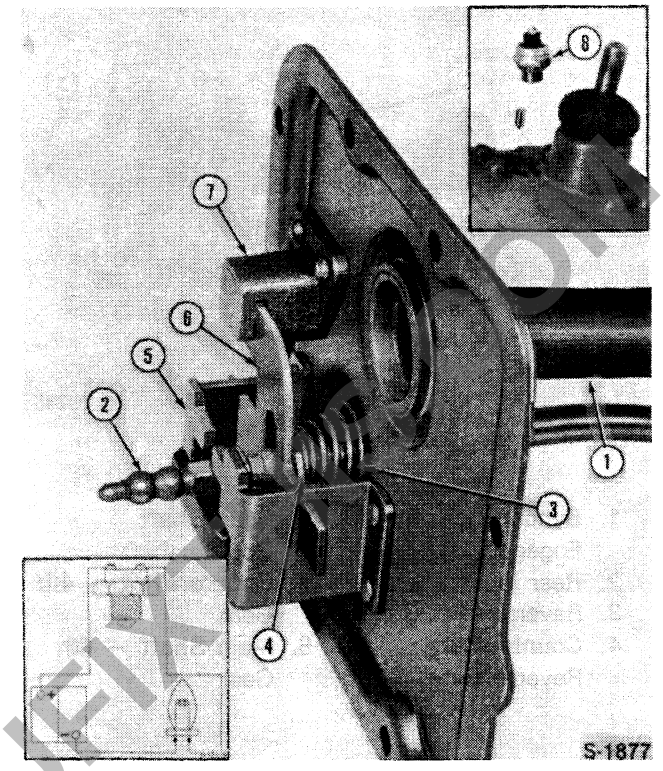

Figure 70
4. Check the neutral start switch for operation by connecting the switch to a suitable bulb and battery as illustrated in Figure 70.